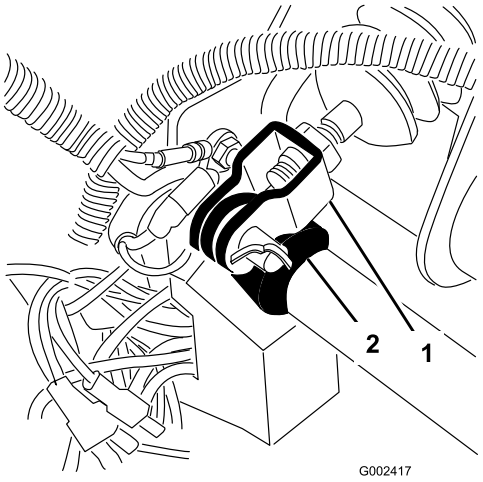

Figur 64
1. Fjern låseclipsen og gaffelbolten, som fastgør hovedcylindergaflen til bremsepedalens drejetap (Figur 64).
3. Løsn kontramøtrikkerne, der fastgør gaflen til hovedcylinderakslen (Figur 64).